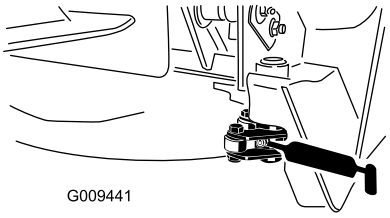

Figuur 38
- 2 draaipunten van sluiting (Figuur 38)